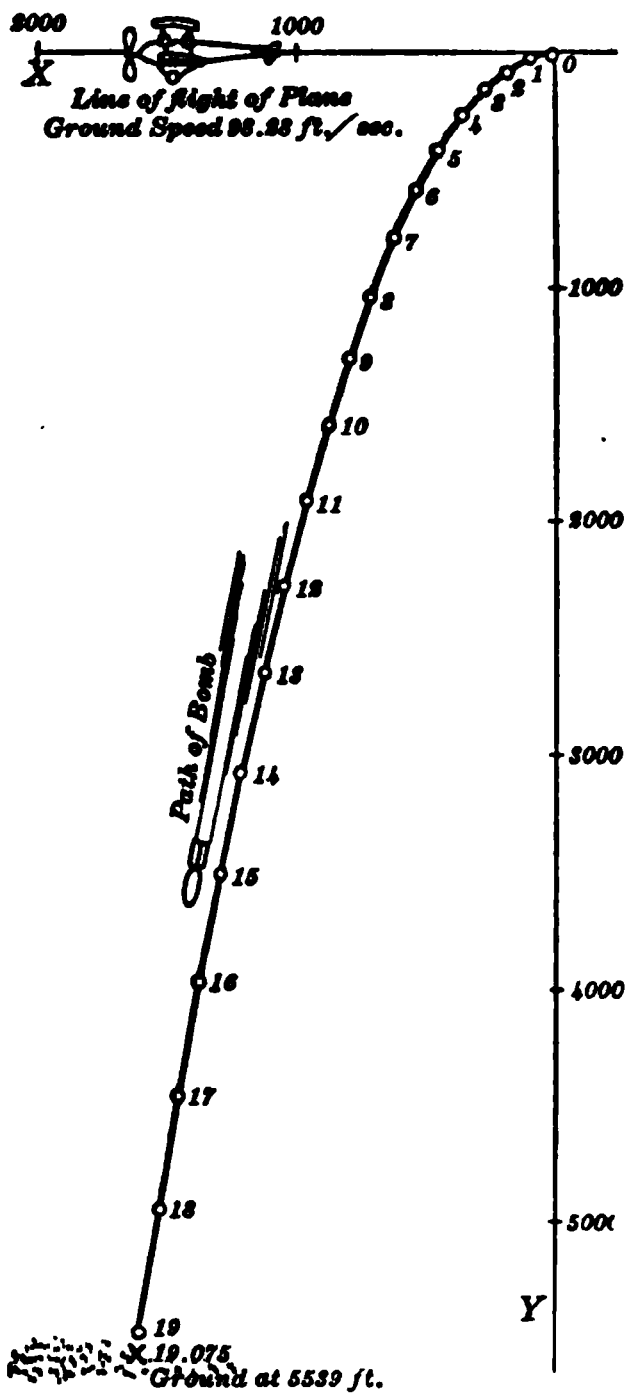

Fig. 175. Actual path of bomb dropped from airplane.
4. Figure 175 shows the actual path of a bomb dropped at night from an airplane during a test at Langley Field, Va., during the war. The bomb carried a 2000-candle-power electric light and was photographed each second with two cameras 2630 feet apart. The airplane was flying horizontally at a speed of 98.28 feet per second, and the bomb moved horizontally 1698 feet in the first 18 seconds, and dropped 4965 feet. By how much did the actual path deviate from the theoretical path?